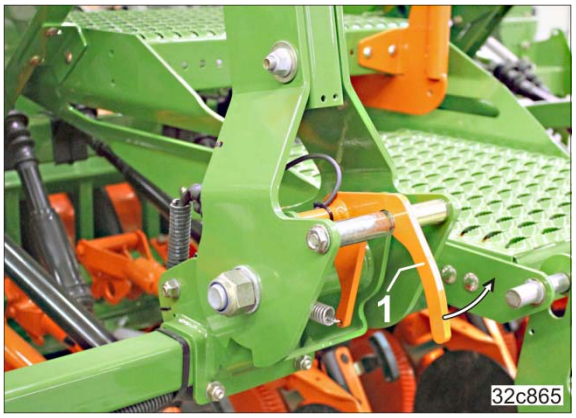

Fig. 167
Der Hebel (Fig. 167/1) arretiert das angehobene Impulsrad in Transportstellung.
2. Den Hebel (Fig. 167/1) hochziehen.